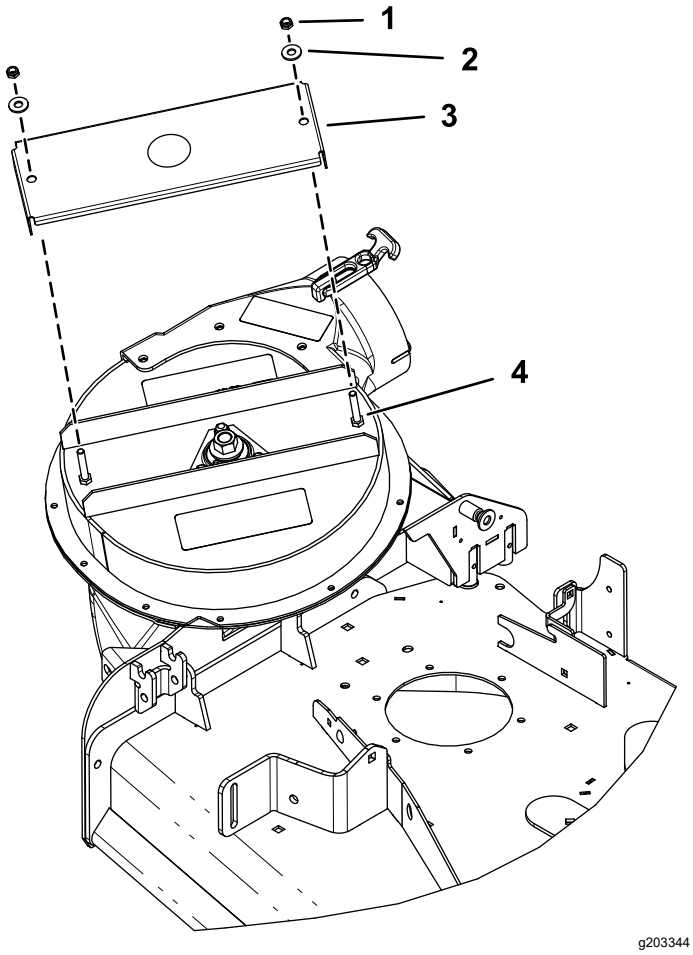

Figur 10
1. Afmonter de 2 møtrikker og 2 spændeskiver, der fastgør akseldækslet til blæserenheden (Figur 10).
2. Fjern og kasser akseldækslet (Figur 10).